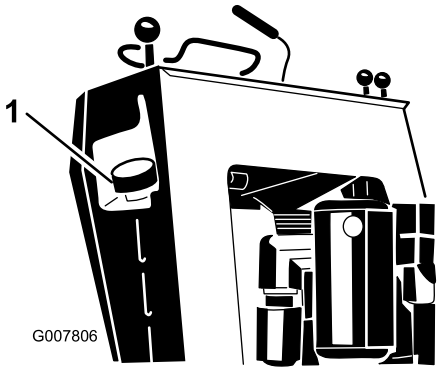

Figur 15
3. Gör rent runt tanklocket och ta bort det (Figur 15).